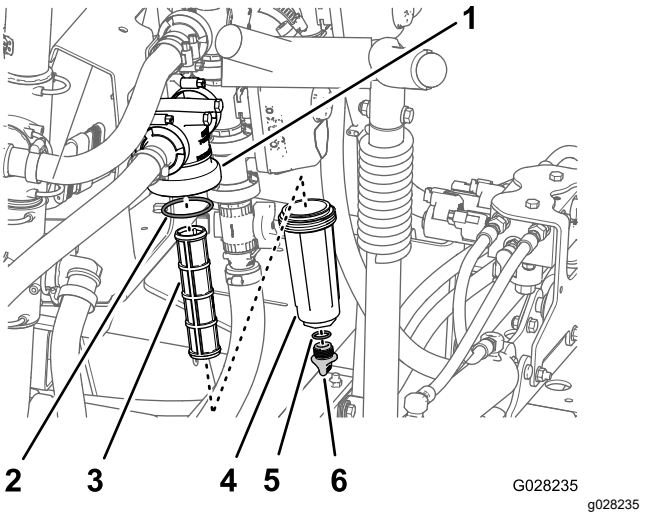

Bild 109
2. Stellen Sie eine Auffangwanne unter den Druckfilter (Bild 109).
3. Drehen Sie die Ablassschraube nach links und nehmen sie von der Glocke des Druckfilters ab (Bild 109).
4. Drehen Sie die Glocke nach links und nehmen sie vom Filterkopf ab (Bild 109).
5. Entfernen Sie den alten Druckfiltereinsatz (Bild 109).
6. Überprüfen Sie den O-Ring für die Ablassschraube (in der Glocke) und den O-Ring für die Glocke (im Filterkopf) auf Beschädigungen und Abnutzung (Bild 109).
7. Setzen Sie den neuen Druckfiltereinsatz in den Filterkopf ein (Bild 109).
8. Befestigen Sie die Glocke am Filterkopf und ziehen sie mit der Hand an (Bild 109).
9. Setzen Sie die Schraube in die Schale ein und ziehen Sie sie mit der Hand fest (Bild 109).